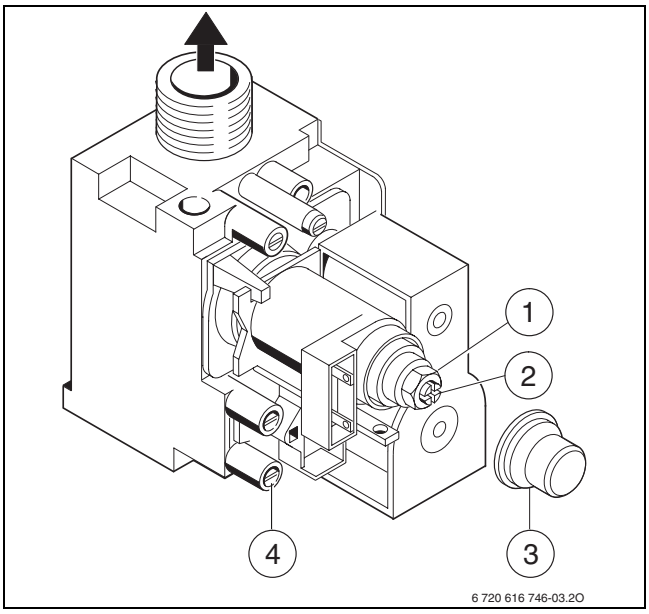

*Fig. 46 Bloc gaz*
- Retirer le capuchon (→ fig. 46 [3]) du bloc gaz.
- Pour « max » prendre la pression aux injecteurs indiquée (mbars) dans le tableau sur la page 69 ou 70 et la contrôler. Vérifier que l'écrou (→ fig. 46 [1]) est bien serré en butée sur le corps laiton.
- Pour « min » prendre la pression aux injecteurs indiquée (mbars) dans le tableau sur la page 69 ou 70. Régler la pression aux injecteurs au moyen de la vis de réglage de débit gaz minimal (→fig. 46 [2]).
- Desserrer la vis dans la prise de mesure de la pression de raccordement (→ fig. 46 [4] en page 55) et brancher un manomètre à cette prise.
- Pour « max » prendre le débit de gaz indiqué dans le tableau sur la page 69 ou 70 et le contrôler. Vérifier que l'écrou (→ fig. 46 [1]) est bien serré en butée sur le corps laiton.
- Pour « min » prendre le débit de gaz indiqué dans le tableau sur la page 69 ou 70. Régler la pression aux injecteurs au moyen de la vis de réglage de débit gaz minimal (→ fig. 46 [2]).